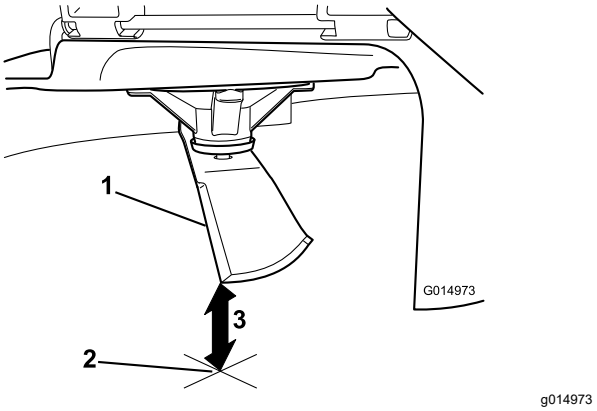

Figura 63
5. Mida desde la punta de la cuchilla hasta la superficie plana (Figura 63).